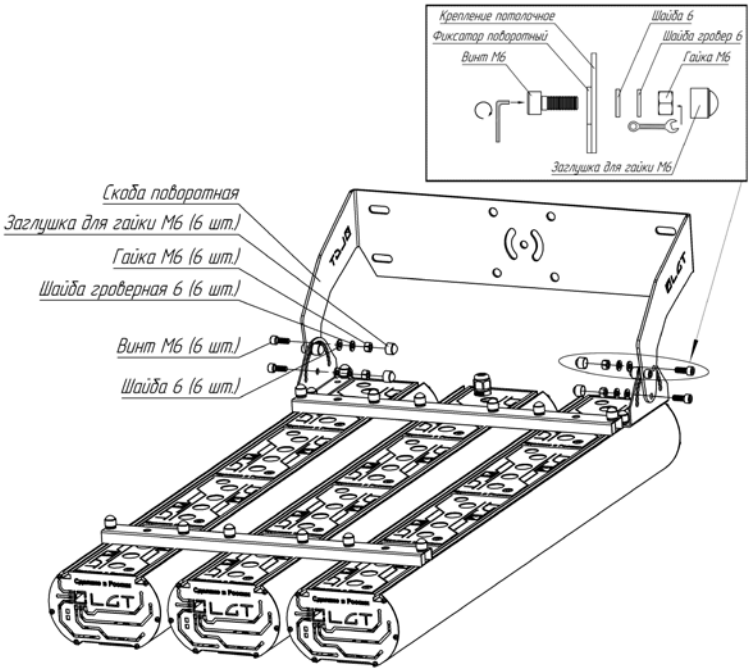

Рис. 6
6.7. Прикрепить скобу поворотную к фиксаторам поворотным. Рис. 6